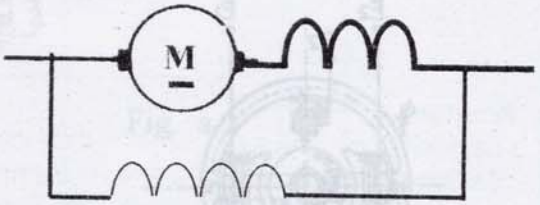

Fig. 1b
- Moteur à excitation composée à longue dérivation (Fig. 1b).